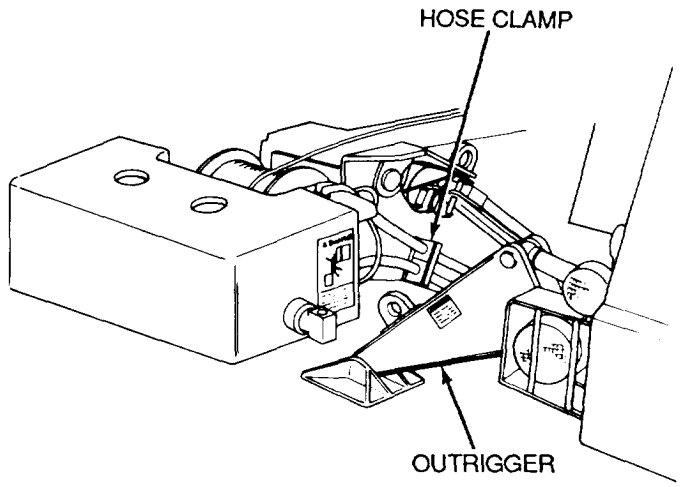

Figure 5-34 *Positioning Outrigger*
Carrier is to be positioned parallel to upperstructure on operator's right side, with boom tip to rear and counterweight to front. Front outrigger beam is to be positioned approximately even with upper hose clamp (Figure 5-34).
c. Maneuver carrier over toward upperstructure, positioning right front outrigger beam in under upperstructure (Figure 5-34).